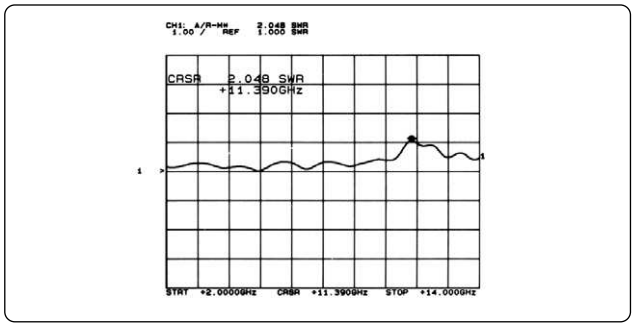

Figure 11. Example input SWR plot in dB.
9. To view SWR, simply change the trace format. Press [DISPLAY], then select [TRC FMT SWR]. The trace is then displayed in SWR. Press [CURSOR] and use the knob to view the SWR at any point along the trace (see Figure 11).